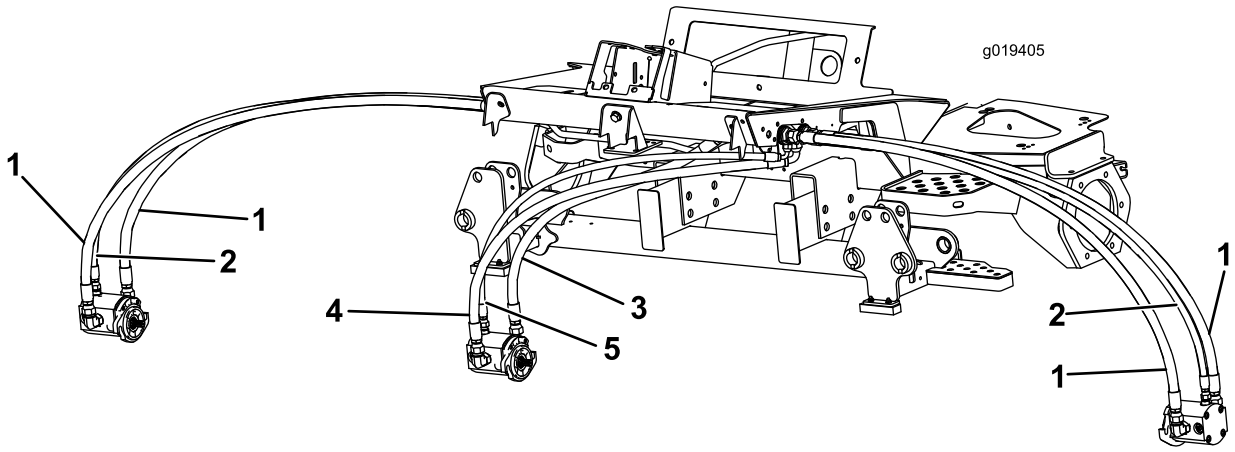

Figur 1
2. Byta ut slangarna för den främre klippenheten. Artikelnumren för alla nya slangar visas i Figur 1.